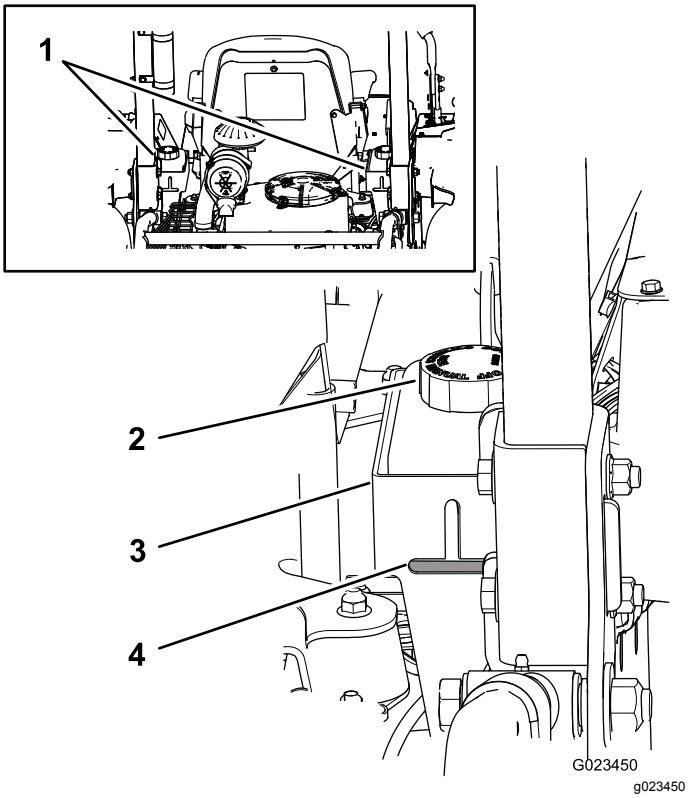

**Figur 17**
Maskinens tanker fylles med hydraulikkvæske av høy kvalitet på fabrikken. Den beste tiden for å sjekke hydraulikkvæsken er når væsken er kald. Maskinen må være i transportkonfigurasjon. Hvis væskenivået er under toppen av den horisontale delen av seglasset på baksiden av hydraulikktankene (Figur 17), må du tilføre væske slik at væsken når det akseptable nivået. **Ikke overfyll tankene.** Du trenger ikke å fylle væske hvis væskenivået er på toppen av den horisontale delen av seglasset. Anbefalt erstatningsvæske er:
**Merk:** Væskenivået skal være ved bunnen av hver av åpningene, som vist i Figur 17.
A. Rengjør området rundt lokkene på hydraulikkvæsketankene slik at det ikke kommer rusk inn i systemet (Figur 17).